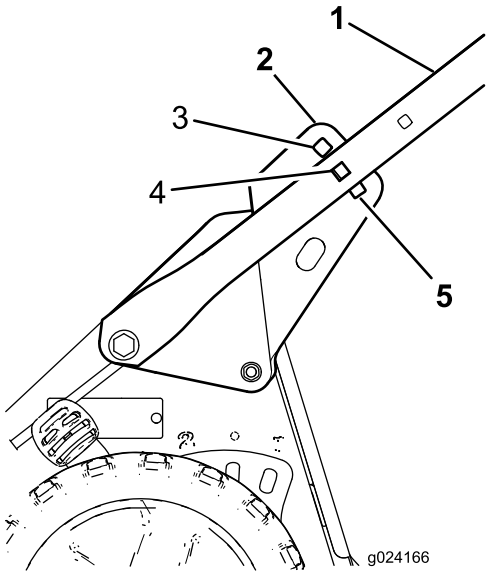

Figuur 5
5. Nem plaats achter de machine om na te gaan hoe hoog de handgreep voor u moet staan om comfortabel te kunnen werken (Figuur 5).